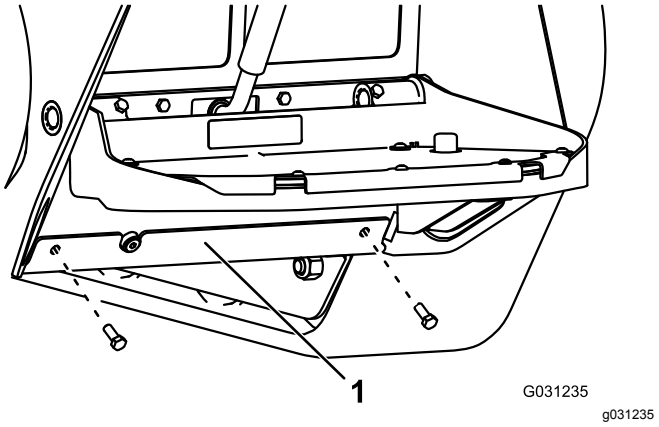

Rysunek 74
4. Wykręć 2 śruby mocujące osłonę dolną i zdejmij ją (Rysunek 74).
8. Zamontuj osłonę dolną (Rysunek 74).